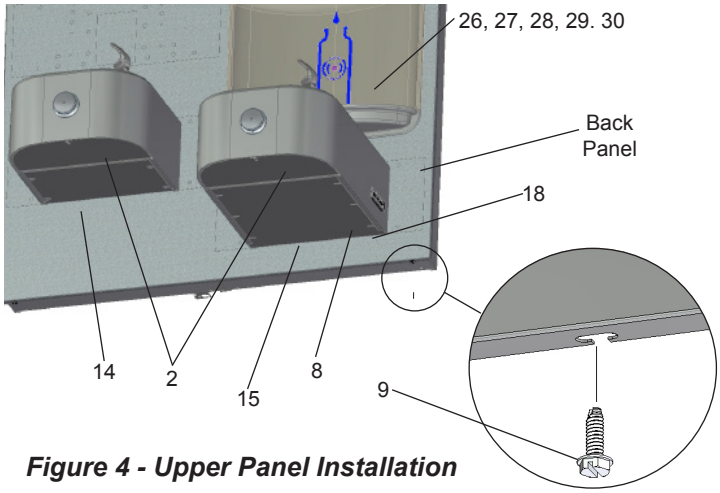

Figure 4 - Upper Panel Installation
15. **Install** the bottom cover plates on fountains (Fig. 4).
16. **Tighten** back panel screws (Fig. 4).